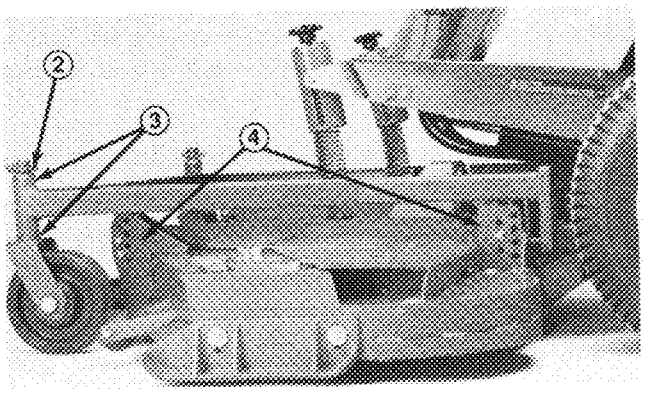

Figure 31
2. Check to make sure front height-of-cut pins are resting properly on frame cushions (Fig. 31). If pins are not resting properly, place a shim or shims under cushion to raise it for proper alignment.
3. Raise height-of-cut to 4 in. (102 mm) position (Fig. 31); refer to Adjusting Height-Of-Cut, page 9.
A. Cutting units usually operated at 1 to 2 in. (25 to 51 mm) height-of-cut should have the low side of the cutting unit raised. Remove the lynch pin securing castor wheel on low end (Fig. 31) and remove castor assembly.
B. Transfer one thrust washer from top side of castor shaft to lower side, install castor assembly and compare blade height of all blades; refer to items 3 through 6. Continue adding thrust washers if height still does not meet requirements.
C. If cutting unit is operated at 2 to 4 in. (51 to 102 mm) height-of-cut, lower the high side of cutting unit. Remove lynch pin of castor at high end of unit and remove castor assembly (Fig. 31).
D. Transfer one thrust washer from lower side of castor shaft to top side, install assembly and compare blade height of all blades; refer to items 3 through 6. Repeat procedure if height still does not meet requirements.